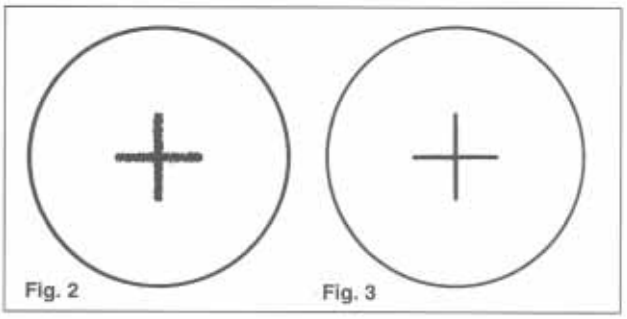

Fig. 2 Fig. 3
1. Position the white backed occluder (14) so it is vertical in front of the instrument.
2. Turn the eyepiece cap (4) counterclockwise as far as possible.
3. Turn the instrument on and look through the eyepiece; a blurred cross will be seen (See Figure 2).